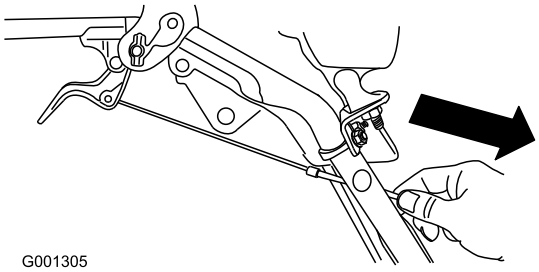

Rysunek 9
4. Powoli ciągnij za osłonę linki, aż dźwignia sprzęgła koła obniży się, a luz linki zostanie zlikwidowany, po czym mocno dokręć nakrętkę uchwytu linki (Rysunek 9).